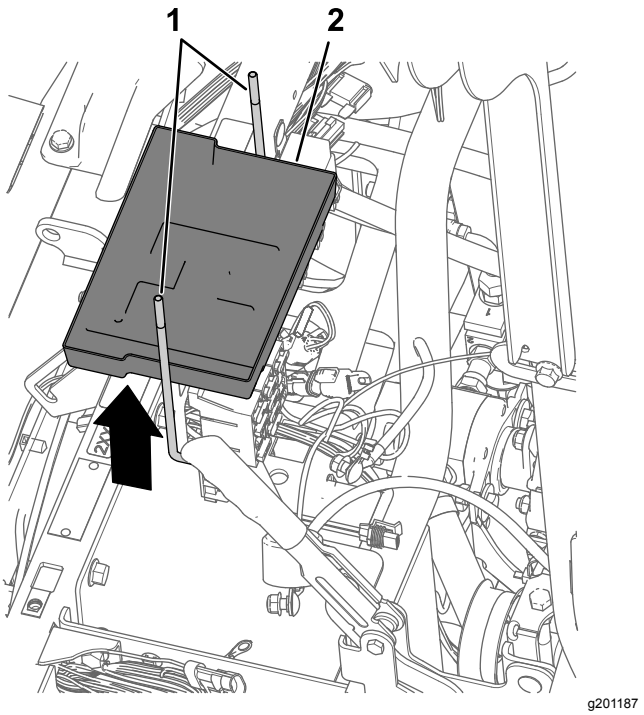

Figur 171
5. Fjern de to J-boltene og batteriholderen fra batteribraketten (Figur 171).